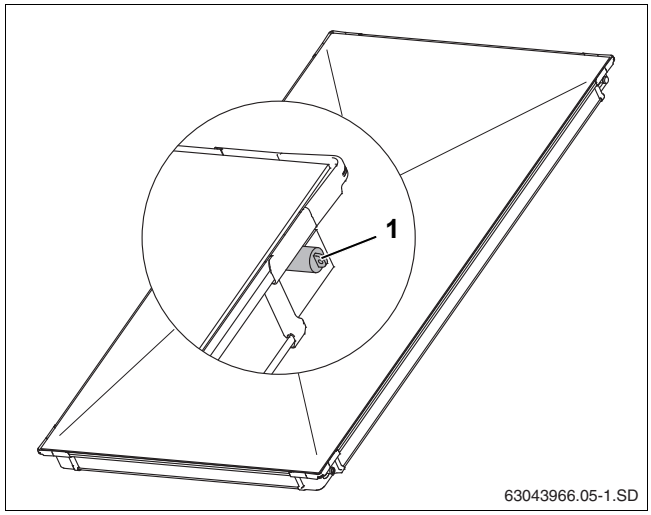

Рис. 5 Пластмассовые крышки на штуцерах коллектора
- Снимите резиновые крышки (рис. 5, [1]) только непосредственно перед монтажом.